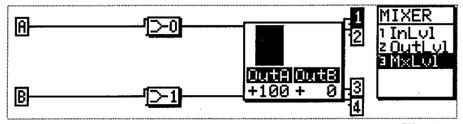

Fig.14
7. Position the cursor at "[1]" (output CH-1) and set "Out A" to +100, "Out B" to 0. (See Fig.14. P6)
7．カーソルを[1]（アウトプット CH１）に合わせ，Out A を＋100，Out B を０にする。(Fig.14.P6)